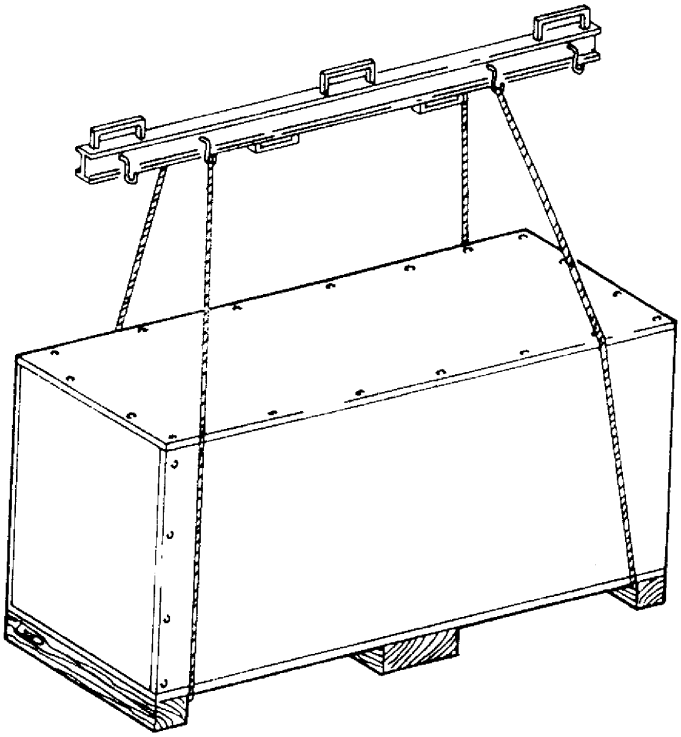

Fig. 5
- **Le operazioni di sollevamento debbono essere eseguite come da fig. 5.**
- **Sollevare con cautela adoperando adeguati mezzi di sostegno del carico in perfetta efficienza. Utilizzando gli appositi punti di aggancio come indicato in fig. 5.**
- **Lifting must be carried out as shown in fig. 5.**
- **lift with care, using suitable means for supporting the load, operating properly and use the specific hooking points as shown in fig. 5**.
- **Beim Anheben gemäß Abb. 5 vorgehen.**
- **Vorsichtig anheben, die Last ordnungsgemäß mit geeigneten und funktionstüchtigen Hilfsmitteln stützen. Dabei die in Abb. 5 angegebenen Einhakungspunkte berücksichtigen.**
- **Les opérations de levage doivent être réalisées comme indiqué à la Fig. 5.**
- **Soulever avec attention: utiliser des moyens de support de la charge parfaitement efficaces et se servir des points d'attelage comme indiqué à la Fig. 5.**
- **Las maniobras de elevación tienen que realizarse como indica la Fig. 5.**
- **Elevar con cuidado, utilizando medios de soporte de la carga adecuados, en perfecto estado, y los correspondientes puntos de enganche como indica la Fig. 5.**